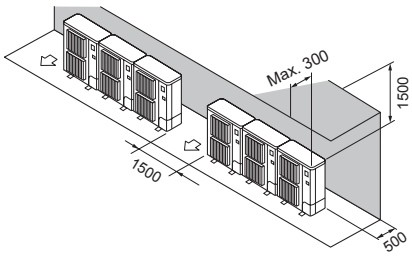

Fig. 2-14
② Hindernisse nur auf der Rück- und Oberseite (Fig. 2-14)